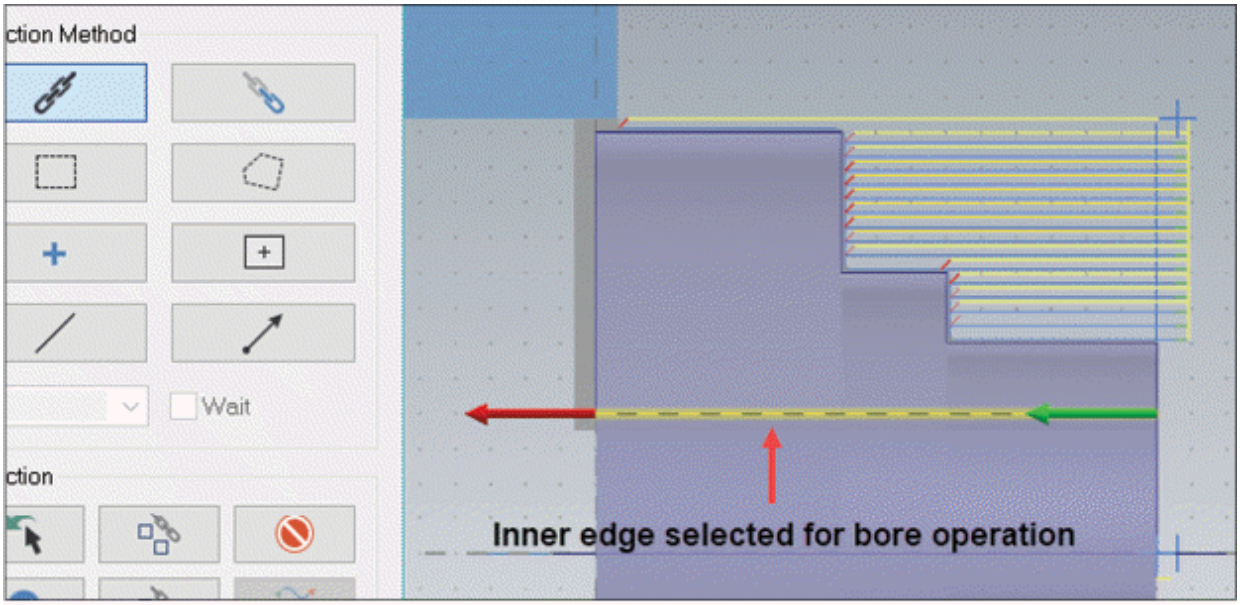

Figure-124. Edge selected for bore finishing
- Select the inner edge of the model as shown in Figure-124 and click on the **OK** button from the dialog box. The **Lathe Finish** dialog box will be displayed.